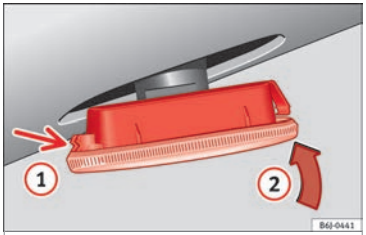

Fig. 202 Turn signals.
– First fit the turn signal in the opening in the chassis, fastening the tabs (1) ››› **Fig. 202**, and then fit in the bulb as shown by the arrow (2) ››› **Fig. 202**.